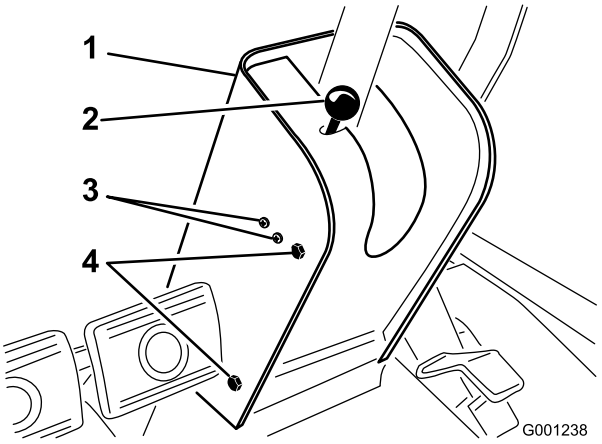

Figur 61
2. Fjern knotten fra parkeringsbremsestangen og skruene fra styretårnsdekselet (Figur 61).
4. Løsne skruene og mutterne som fester parkeringsbremsebryteren til venstre side av styretårnet (Figur 61).